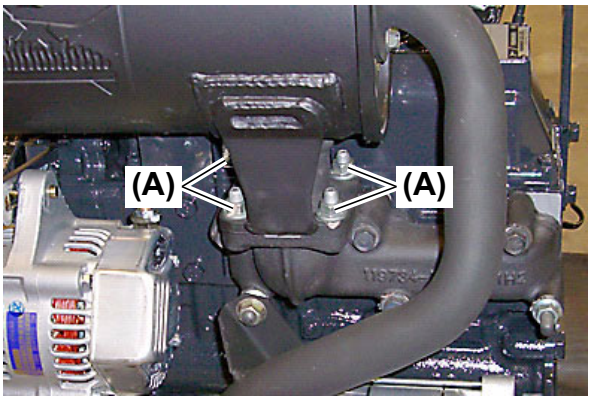

Fig. 6
5. Remove the four (4) nuts **(Fig. 6, (A))** that secure the muffler to the exhaust manifold.